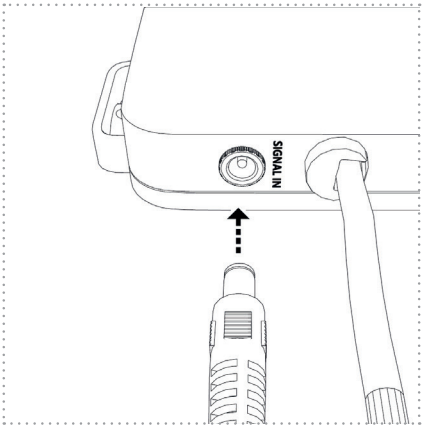

Figure 23
6. Ensuite, enfichez la fiche du câble de raccordement (signal) dans la prise prévue à cet effet sur l'unité UV (figure 23).